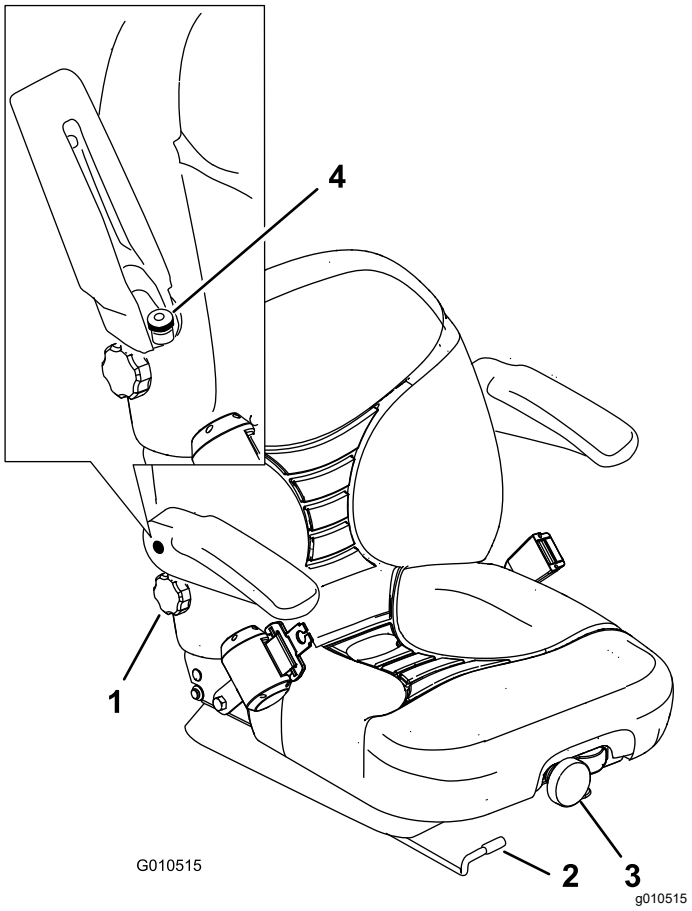

Figuur 34
1. Beweeg de instelhendel zijwaarts om de stoel te ontgrendelen (Figuur 34).
Om de stoel te verstellen, draait u de voorste knop in een van beide richtingen om de meest comfortabele positie te verkrijgen (Figuur 34).
Om te verstellen, draait u de knop onder de rechter armsteun in een van beide richtingen om de meest comfortabele positie te verkrijgen (Figuur 34).
Til de armsteun omhoog en draai de knop in een van beide richtingen om de meest comfortabele positie te verkrijgen (Figuur 34).